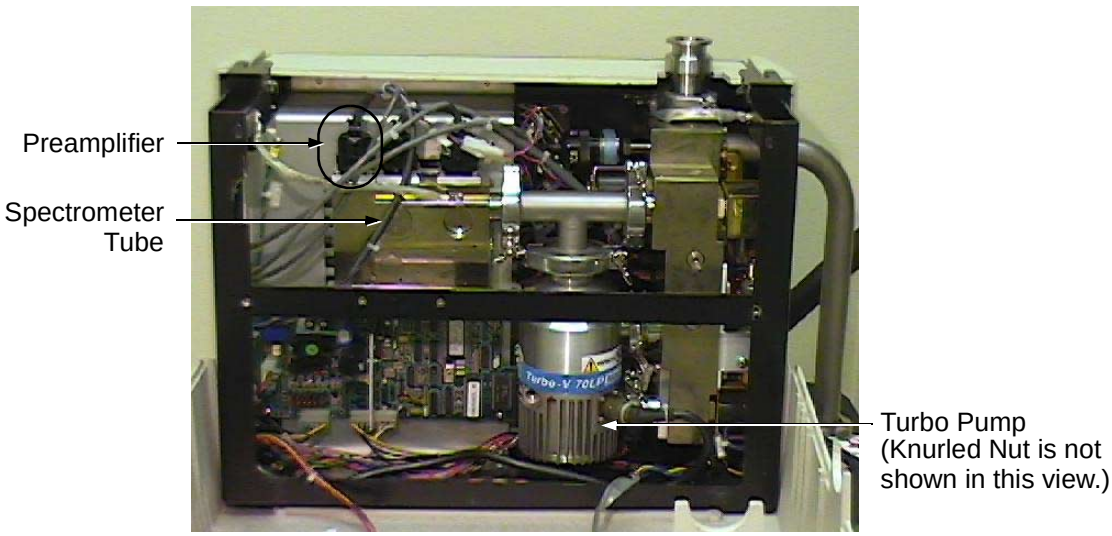

Figure 5-18 Spectrometer Tube and Turbo Pump
3. Vent the spectrometer tube (Figure 5-18) by turning the knurled nut on the turbo pump (knurled nut not shown in this view) approximately 1/4 turn counterclockwise.